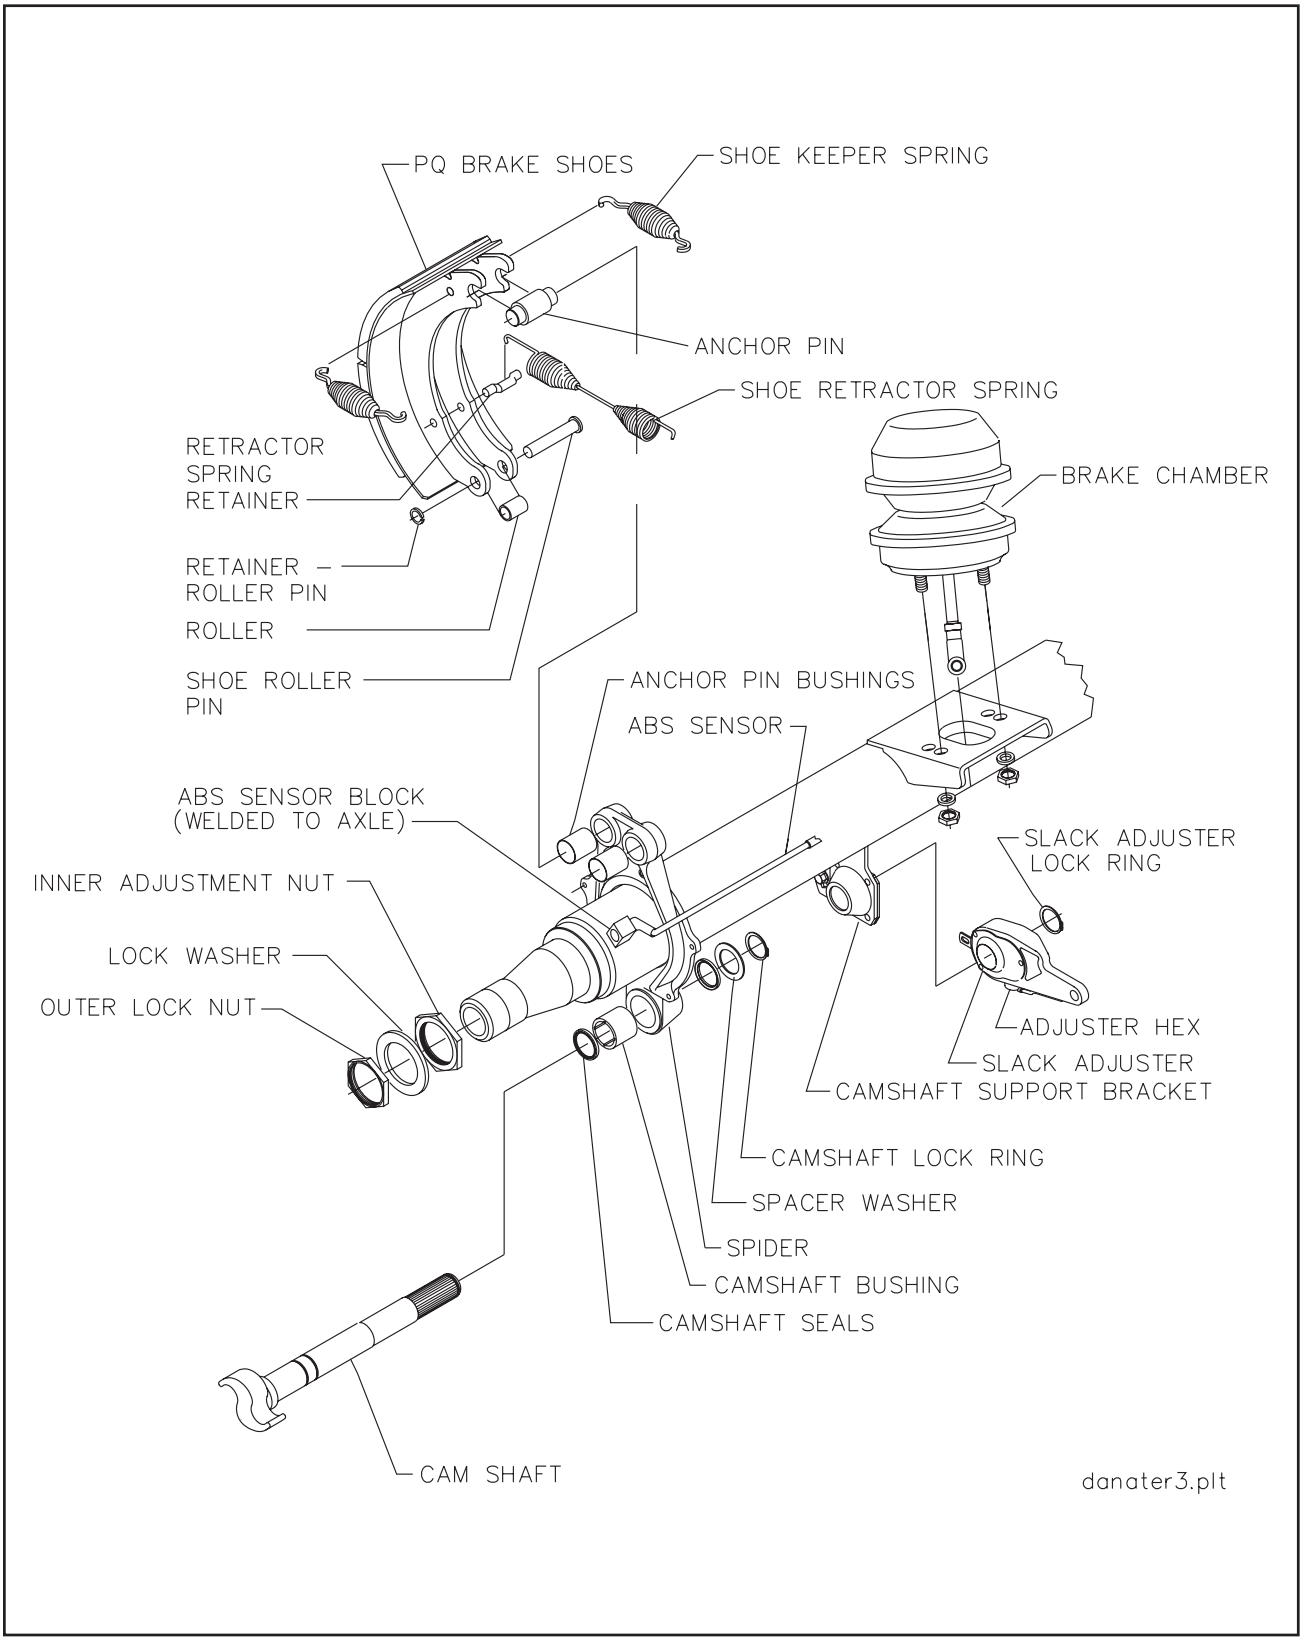

Figure 4-17 Axle and Brake Assembly
b. Disassembly for 16-1/2" x 7" Brakes (See Figure 4-17).
c. Reassembly for 16-1/2 x 7" Brakes (See Figure 4-17).